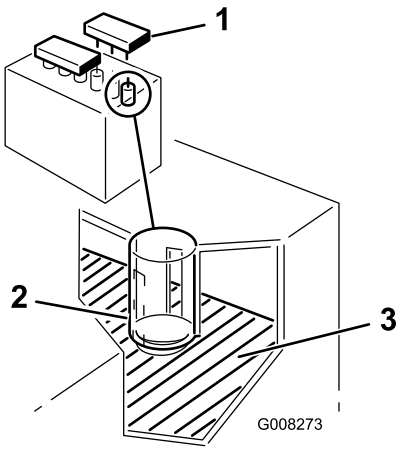

Figuur 31
2. Verwijder de vuldoppen. Als het zuurpeil beneden het lagere deel van de slang staat (Figuur 31), moet u de benodigde hoeveelheid gedestilleerd water toevoegen aan het accuzuur; zie Accu bijvullen met water.
2. Verwijder de vuldoppen (Figuur 31).
3. Giet langzaam gedistilleerd water in elke accucel totdat het peil tot aan het onderste deel van de slang komt (Figuur 31).